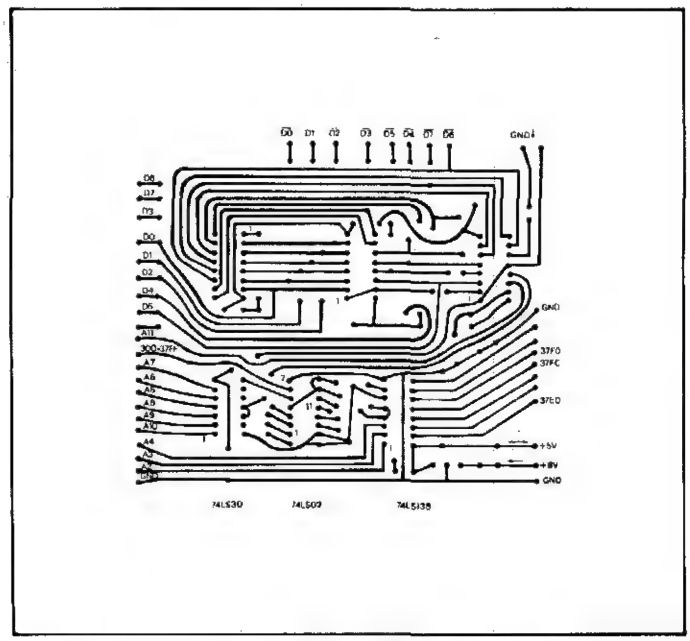

Figura 5 – Layout do circuito impresso da placa adaptadora
- Figura 5 – *layout* do circuito impresso da placa adaptadora;